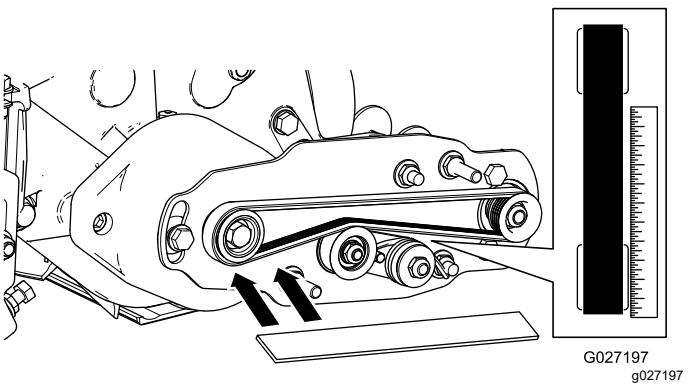

Rysunek 18
- Przyłóż liniał krawędziowy do zewnętrznego czoła **napędzającego** koła pasowego (Rysunek 18). **Nie przykładaj** liniału jednocześnie do napędzającego i napędzonego koła pasowego.